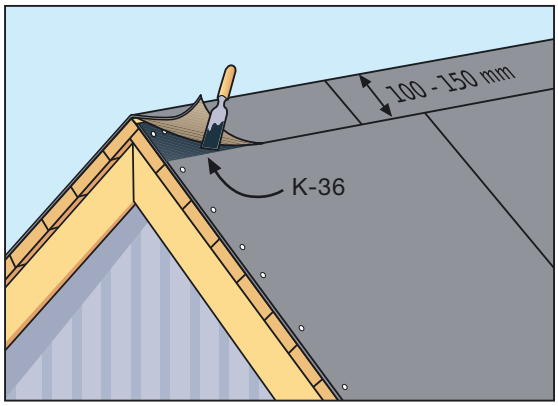

Рис. 5
- На коньке подкладочные ковры, уложенные вдоль первого ската, обрезаются по коньку, и затем верхний край гвоздями фиксируется к настилу крыши. Подкладочный ковер противоположного ската перекрывает конек на 150 мм и соединяется с подкладочным ковром первого ската с помощью Битумного клея К-36 (Рис. 5).